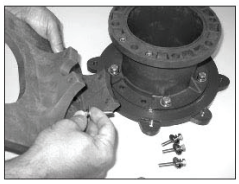
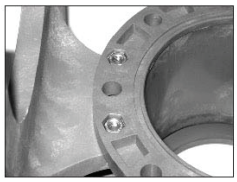

Figure 34
Figure 35
5. For 56C, 145TC and 80 frame B14, re-install the plastic foot (item 11) to the motor adapter (item 8D). Use the longer M6 bolts, lock washers and flat washers (items 24A, 25 and 26) for the front bolt holes towards the clamp ring. See figure 34. use the shorter M6 bolts, lock washers and flat washers (items 24, 25 and 26) for the rear bolt holes towards the motor face. Note: Nuts (item 30) are glued into the rear of the motor adapter to help with the installation of the rear bolts. Make sure the nuts are still in place. See figure 35. Tighten bolts to 5 ft-lbs. (6.7 N-m). For 184 frame, IEC 90, 100/112 frame B14 and 80/90 frame B5, leave the foot off until the motor adapter is installed on the motor. This will allow easer access to the bottom bolt hole in the motor adapter.